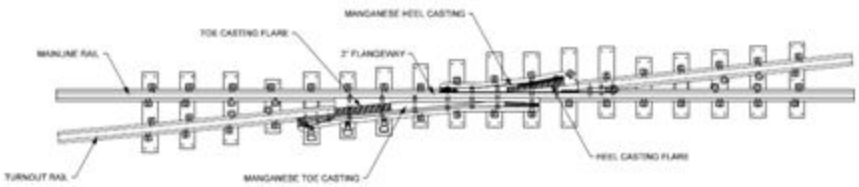

Figure 107J *Jump Frog*
- Jump Frog - This frog features a continuous mainline rail and a flange bearing design on the diverging side. Jump frogs are generally installed in turnouts where traffic on the diverging route id minimal and maximum speed on the turnout side is limited to 10 MPH. (See Figure 107J)